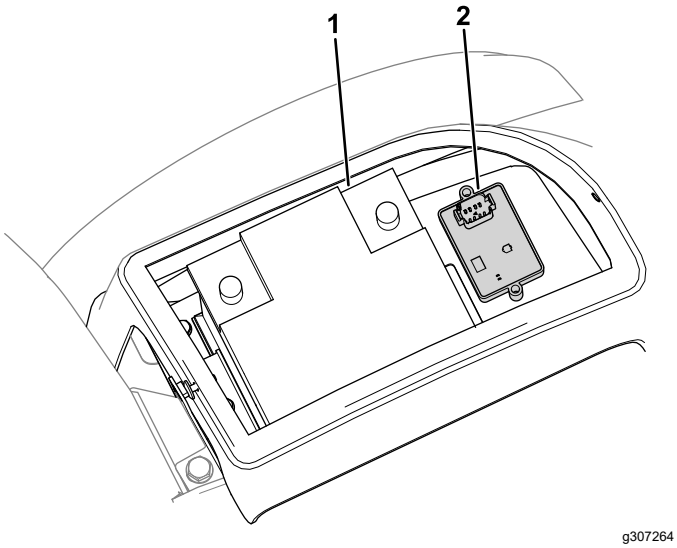

Figuur 12
2. Gebruik 2 bouten (M6 x 35 mm) en 2 flensmoeren (M6) om de hellingsensor aan de bevestigingsplaat aan de voorzijde van de accu te bevestigen (Figuur 12).